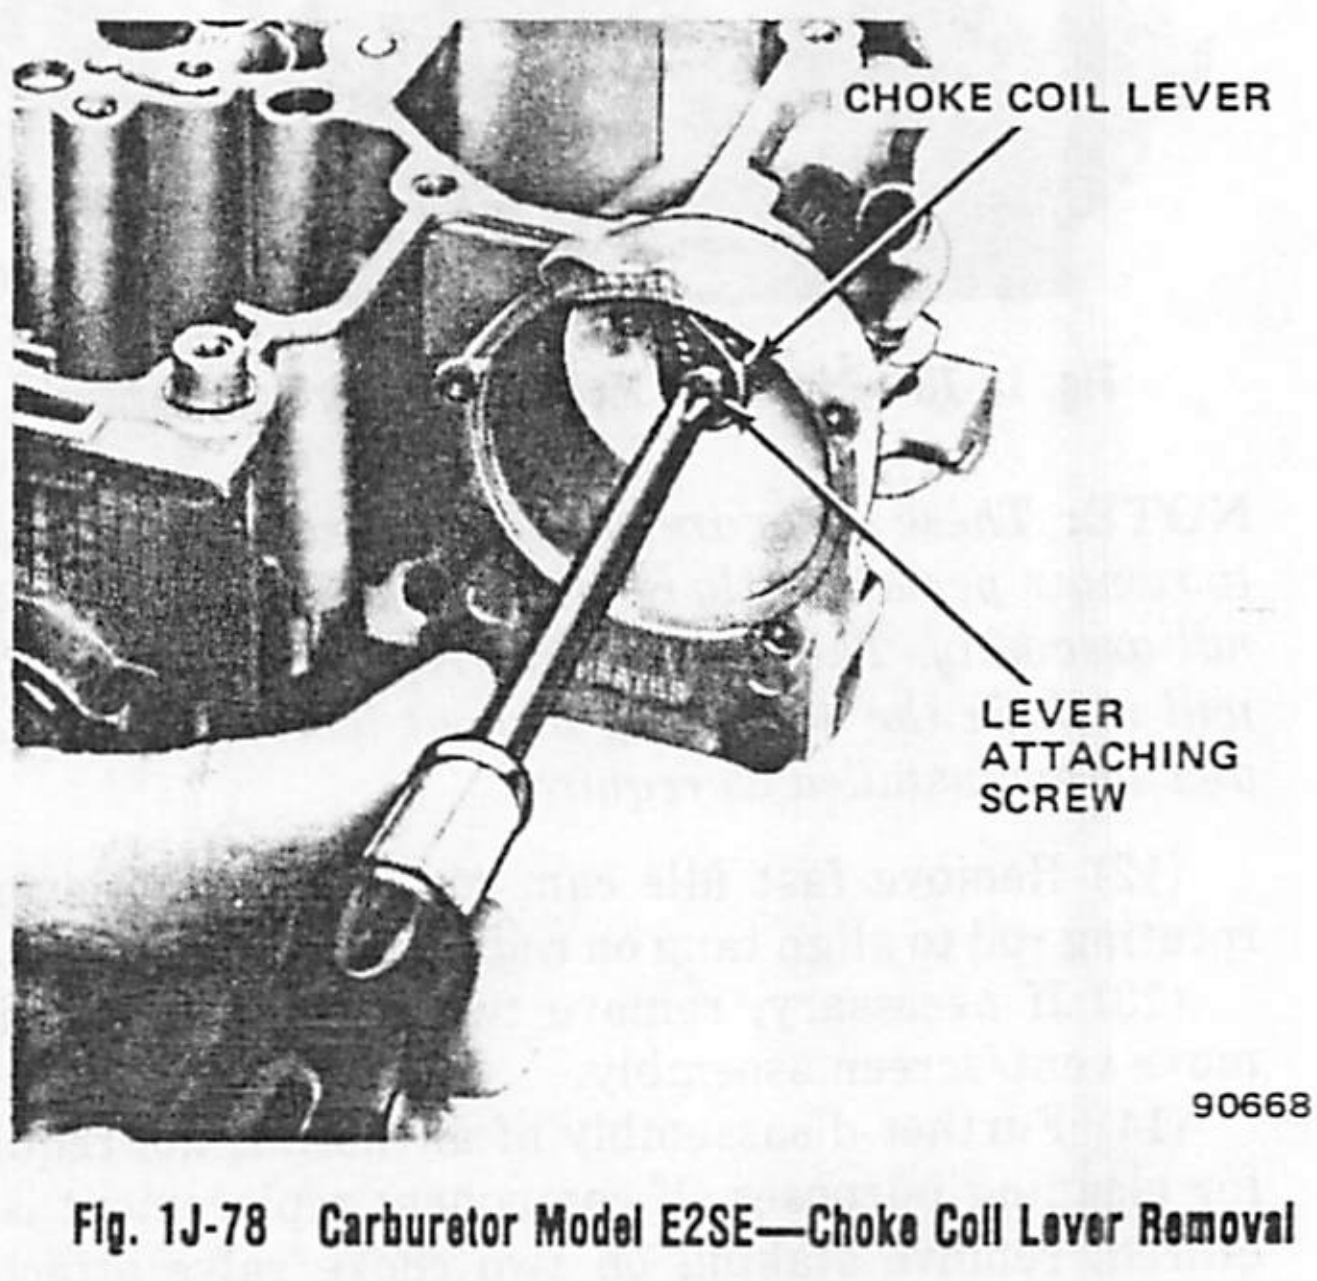

Fig. 1J-78 Carburetor Model E2SE—Choke Coil Lever Removal
(26) Remove intermediate choke shaft and lever assembly from float bowl by sliding rearward out throttle lever side (fig. 1J-79).